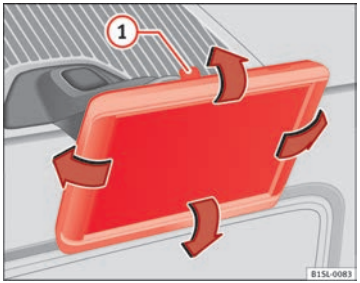

Fig. 120 In the centre console: Remove the navigator.
The gradient and the angle of vision can be set by moving the navigator to the required position ⇒ fig. 120 ⇒ ①.